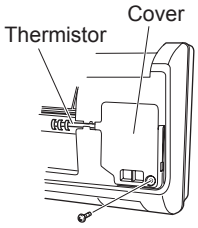
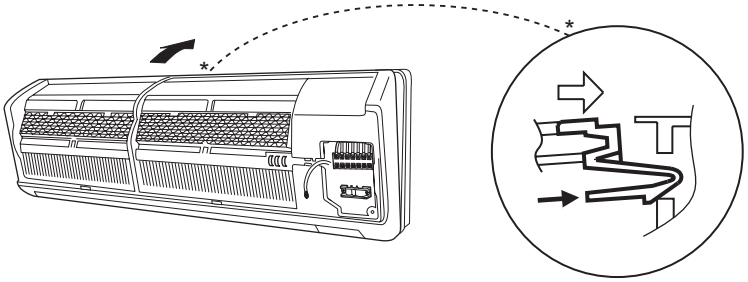

Fig. 10a
Fig. 11b
(3) Remove the screw on the right side cover plate and open the cover. (Fig. 10a)
(1) Reinstall the grille into the lower part while aligning its tabs on the upper part. (Fig. 11b) Insert the tabs in the slots and push the lower part of the grille back into position.
(2) Make sure that the grille and frame are firmly fitted together by engaging the tabs.
(3) Attach the thermistor on the grille. (Fig. 10a)
(4) Close the cover and replace the screw. (Fig. 10a)